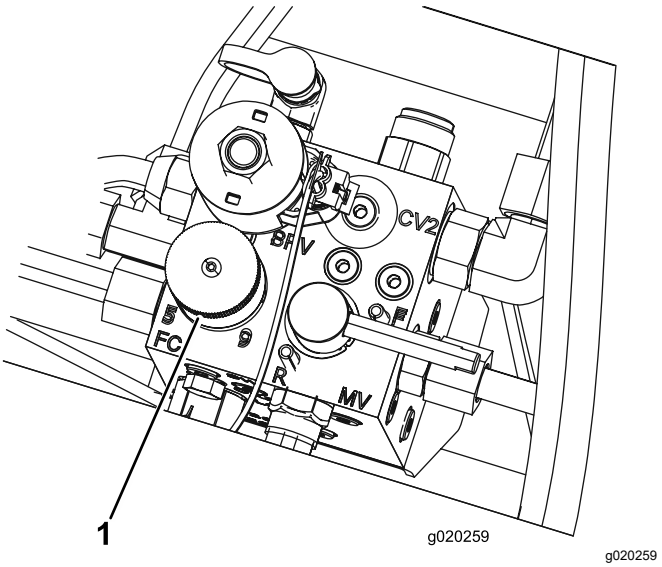

Figur 37
4. Still inn spolehastigheten ved å vri knotten (Figur 37) til indikatorpilen er på linje med antallet som angir ønsket innstilling.